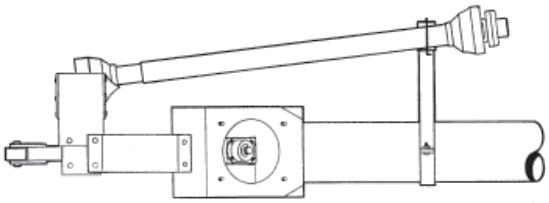

FIG. 5
10. Slide the PTO/gearbox shield ⑥ over the PTO driveline ① and secure shield and the coupler chain shield ⑦ to the gearbox ② with three 1/2" x 1" HHCS, 1/2" washers and 1/2" lockwashers.
11. Fasten PTO driveline support ⑪ to auger housing using halfband ⑫ and two 5/16" x 1-1/2" long (grade 5) hex head capscrews and nuts. Position driveline support a distance of 18" from inlet hopper.
12. Install retaining pin ⑩ by slipping the short bent end of pin through hole in PTO driveline support ⑪ and through slot of other side. Allow long end of pin ⑩ to rotate down. This will secure pin in place. Set PTO driveline ① into the support ⑪ to be sure support is installed properly. See Figure 5.